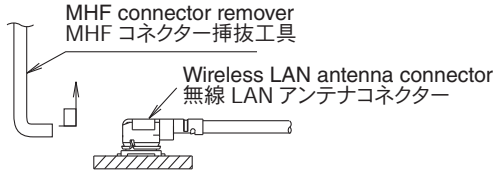

Fig. 3
- To remove the wireless LAN antenna connector, use the special MHF connector remover. Hook the tip of this tool on the cover of the wireless LAN antenna connector and pull it straight in the direction of the engaging axis of the wireless LAN antenna connector. (Fig. 3)
- 無線 LAN アンテナコネクターを引き抜く場合は、専用の MHF コネクター挿抜工具の先端部を無線 LAN アンテナコネクターふた部に引っかけ、無線 LAN アンテナコネクターの嵌合軸に合わせ垂直に引き抜いてください。(Fig. 3)